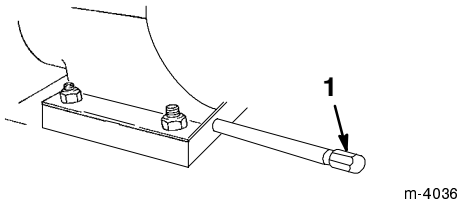

Figur 23
2. Gör rent omkring oljepluggen (figur 23).
3. Skjut sedan ett kärl under urtappningsröret och skruva sedan ur oljepluggen (figur 23).